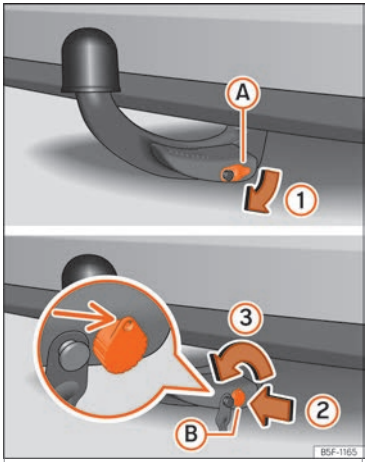

Fig. 177 Removing the tow hook
- Remove cover Ⓐ from lock ① ››› Fig. 177.
- Insert key Ⓑ in the lock ② ››› Fig. 177.
- Turn the key to the left ③ just half turn, until the hole in the key is facing upwards ››› Fig. 177.